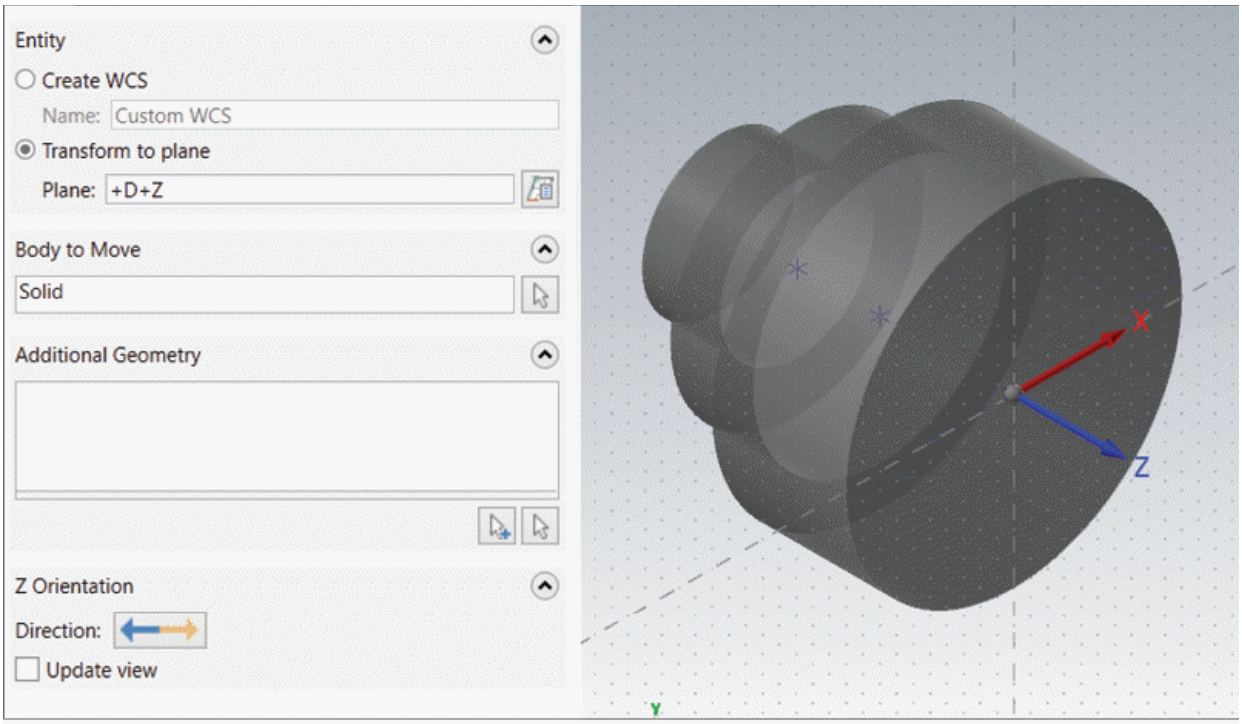

Figure-8. Preview of alignment
- Click on the **Reselect** button for **Body to Move** selection box and select the model to be machined at location where you want to place coordinate system. Preview of alignment will be displayed; refer to Figure-8.